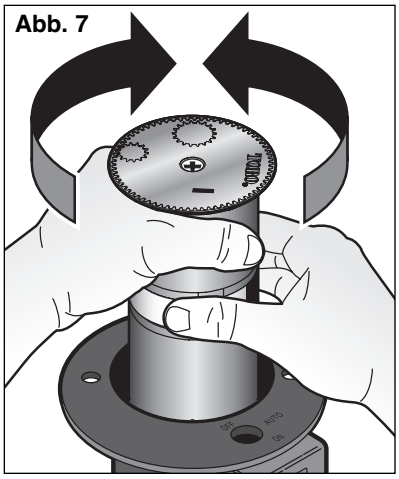

Abb. 7
5. Den Wurfbogen einstellen, während der Drehkopf zum rechten Anschlag zeigt. Den Regneraufsteier festhalten, während auf die Freigabevorrichtung auf dem Einstellband gedrückt wird. Den Drehkopf im oder gegen den Uhrzeigersinn bis zum gewünschten rechten Anschlag drehen. Siehe **Abb. 7**.